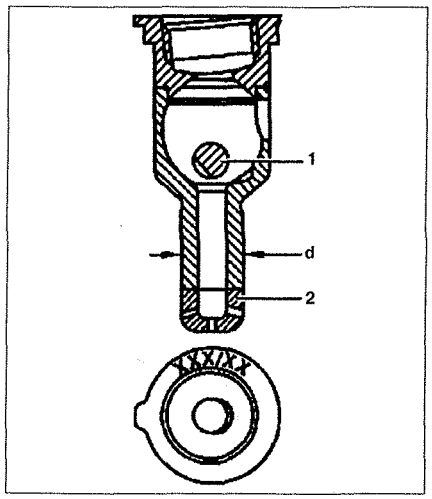

Рис. 4.21. Проверка отверстия предкамеры:
4. Протрите и проверьте отверстие предкамеры. Если предкамера имеет повреждения или утечки, она подлежит замене. Стержень **1** предкамеры не должен быть обожженным или ржавым (см.рис.4.21). Диаметр нижней части **2** предкамеры должен составлять **15 мм**. Идентификационный номер предкамеры: **601/36.**